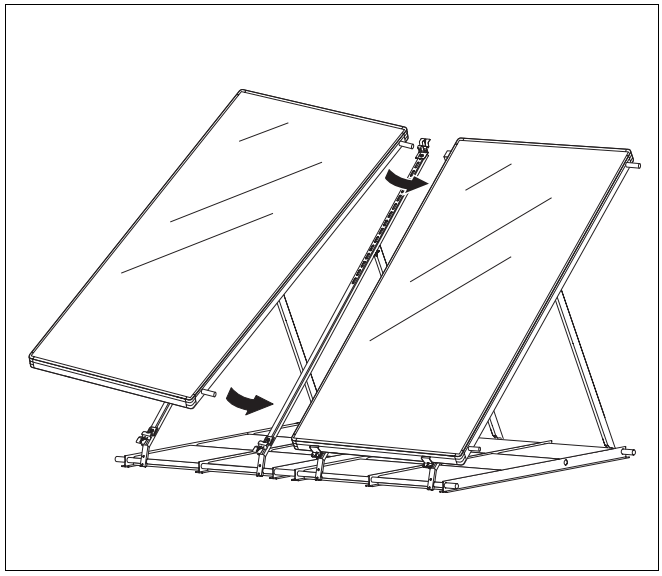

Afb. 47 Tweede collector plaatsen, veerklemringen aantrekken
- Schuif bij het plaatsen van de volgende collector de voorgemonteerde slangen op de aansluitingen van de reeds gemonteerde collector (afb. 47).